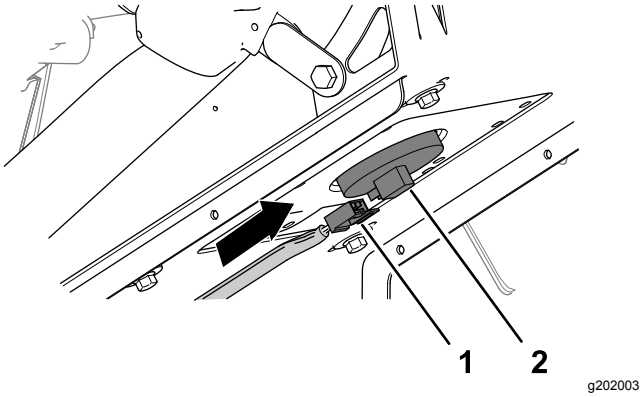

Figur 223
6. Koble kontakten med to sokler på maskinledningssatsen til koblingen for setebryteren til koblingene klikker sammen (Figur 223).